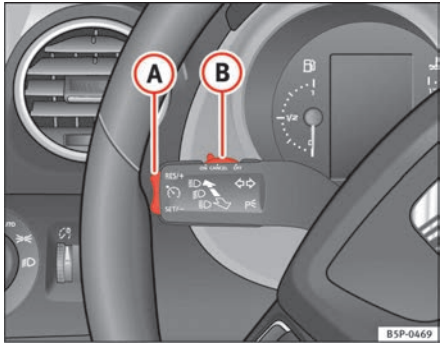

**Fig. 151 Indicator and main beam headlight lever switch and rocker switch for the cruise control**
- when the lever (B) is moved to the position “CANCEL” without reaching the “OFF” position. Once the “CANCEL” operation is completed, the lever is released and returns to its initial position.
To resume the cruise control, release the brake or clutch pedal or reduce the vehicle speed to less than 180 km/h and press once on the upper part of the rocker switch **RES/+** ⇒ fig. 151 (A).